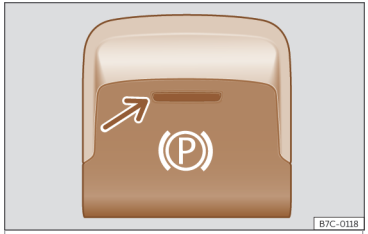

Fig. 168 En la parte inferior de la consola central: tecla del freno de estacionamiento electrónico.
- Tire de la tecla Ⓟ››› **fig. 168** y manténgala en esa posición.
de la tecla››› **fig. 168** (flecha) y el testigo de control *rojo* Ⓟ en el cuadro de instrumentos.
- Pulse la tecla Ⓟ››› **fig. 168**. Al mismo tiempo pise con fuerza el pedal del freno o, si el motor está en marcha, pise ligeramente el pedal del acelerador.
- El testigo de control de la tecla››› **fig. 168** (flecha) y el testigo de control *rojo* Ⓟ del cuadro de instrumentos se apagan.
Se puede impedir que el freno de estacionamiento se desconecte automáticamente tirando ininterrumpidamente hacia arriba de la tecla Ⓟ››› **fig. 168** al iniciar la marcha.
- Tire de la tecla Ⓟ››› **fig. 168** y manténgala en esta posición para frenar el vehículo **enérgicamente**. Al mismo tiempo sonará una señal acústica de advertencia.